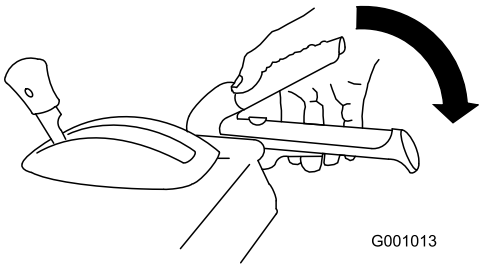

Figur 38
1. For at indkoble snegle-/rotordrevet skal du klemme snegle-/rotorgrebet til højre for håndtaget (Figur 38).